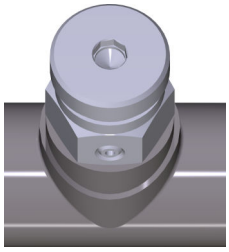

Fig. 27: Sfiato acqua per riscaldamento
12. Per sfiatare il circuito primario, aprire la valvola di sfiato (Fig. 27).